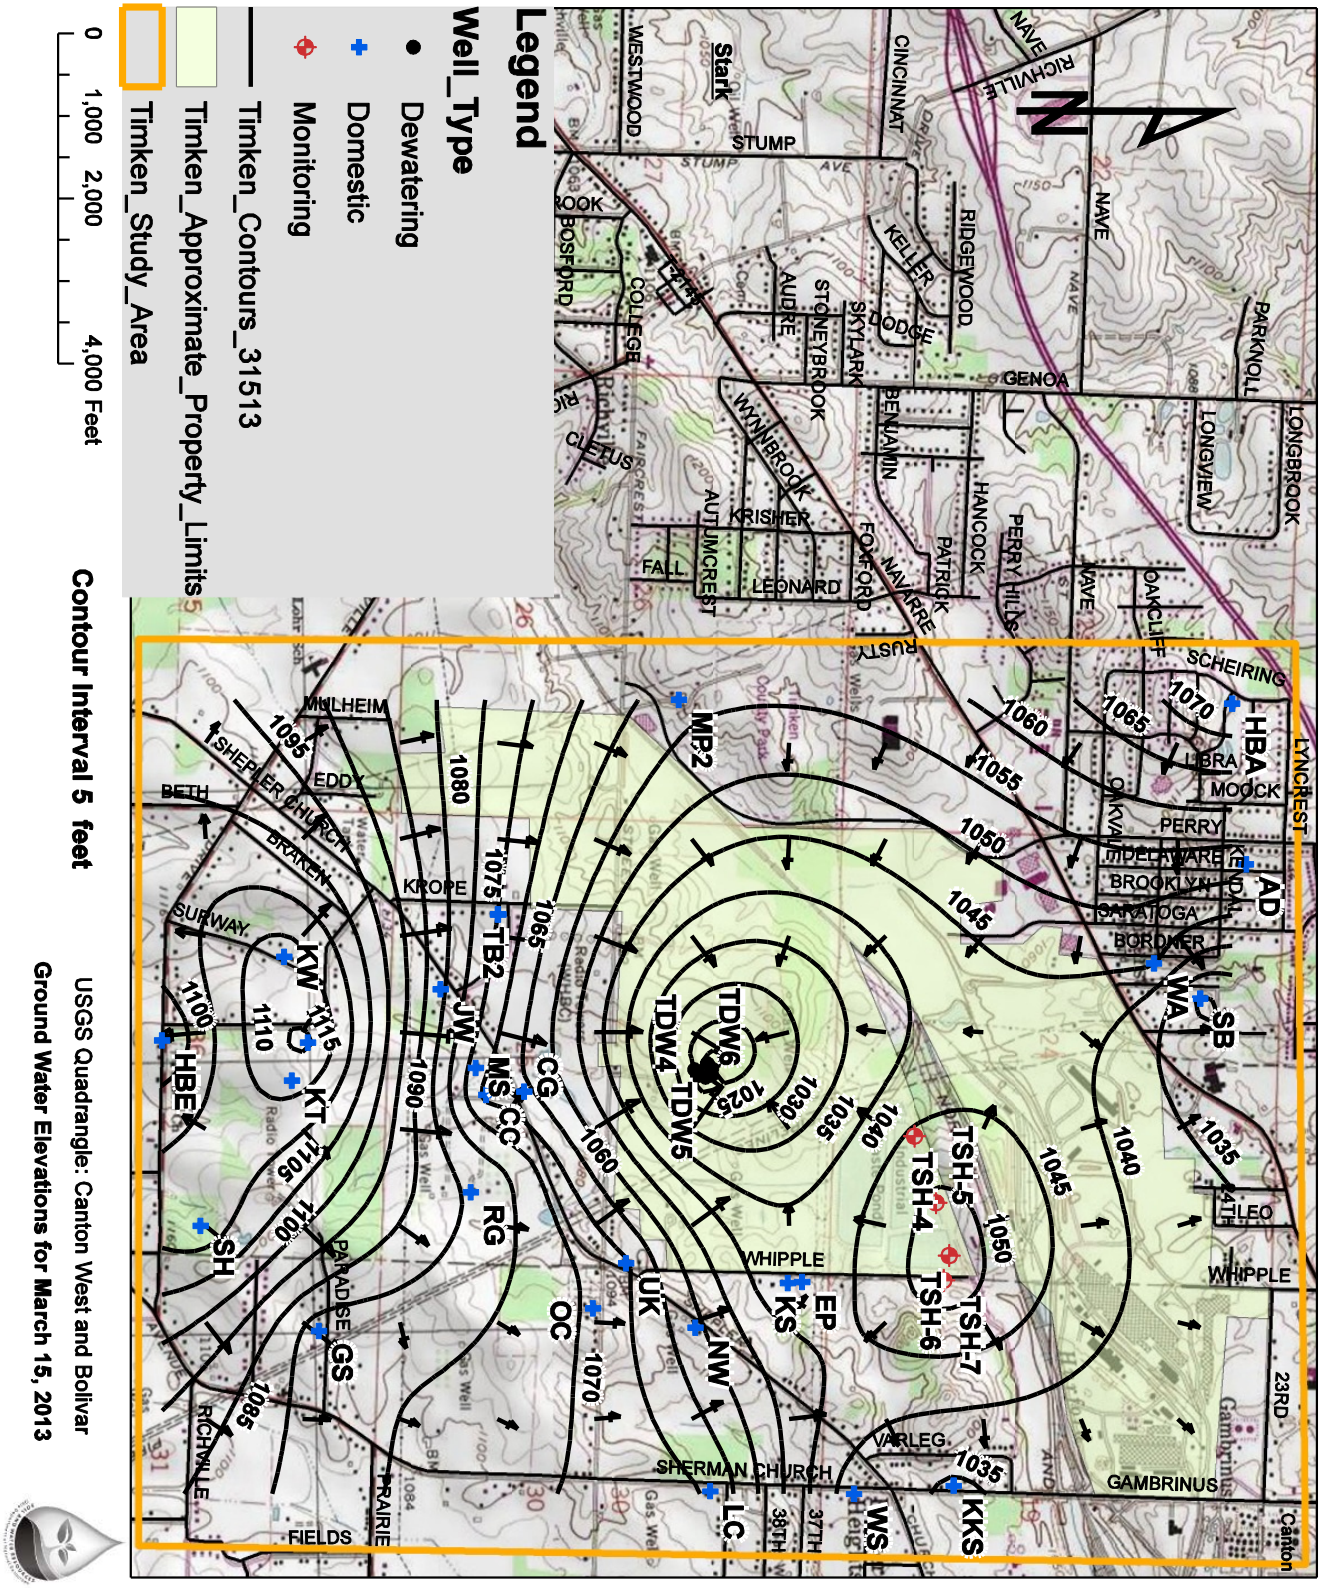

Figure 20. Ground Water Elevations Measured on March 15, 2013
Figure 20 represents a map showing the ground water elevations as measured on March 15, 2013. Based on the data, the pumping rate from the dewatering wells had continued to decline to approximately 31.2 gpm on January 18, 2013. The pumps had been raised to approximately 1016 feet amsl. Timken had pumped approximately 46 million gallons of water from the subsurface. On February 8, Timken had discontinued use of the extraction wells and was relying solely on the two (2) sump pumps to remove storm water and ground water from the excavation.